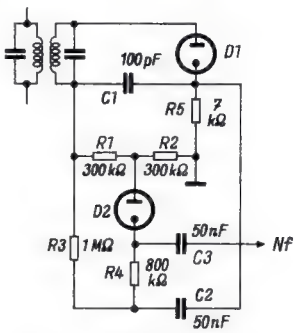

*Bild 2. Serienbegrenzer-Schaltung mit selbsttätiger Vorspannungserzeugung*
Die Zungen, die in einer gemeinsamen Stahlschiene eingespannt sind, liegen an Masse *(Bild 2)*. Seitlich neben jeder Zunge befindet sich eine justierbare Elektrode. Alle Elektroden sind miteinander verbunden und bilden mit der Zungenschiene eine Kapazität, die parallel zur Spule L 1 liegt und zusammen mit dieser einen Empfangskreis darstellt.
*Bild 2. Die Schaltung des elektronischen Teils überrascht durch ihre Einfachheit. (Leider war es uns nicht möglich, vom Hersteller Wertangaben für das Schaltbild zu erhalten. Wir bitten deshalb unsere Leser, von diesbezüglichen Rückfragen abzusehen.)*
Aus diesem Grunde arbeitet man in der Praxis mit der Serienbegrenzer-Schaltung nach *Bild 2*. Hier dient der Spannungsabfall, den der Richtstrom der Diode D 1 am Widerstand R 1 hervorbringt, als Spannung für D 2. Der linke, mit dem Resonanzkreis und dem Widerstand R 3 verbundene Anschluß von R 1 ist negativ in bezug auf die Anode der Diode D 2. In dem Kreis R 1, R 3, R 4 und D 2 fließt infolgedessen ständig ein Elektronenstrom, dessen Größe von der Stärke des einfallenden Senders abhängt. Bei geeigneter Dimensionierung der Einzelteile ist infolgedessen die an der Diodenstrecke D 2 wirksame Spannung immer von solcher Höhe, daß das durch D 2 fließende Signal die Diodenanode nicht negativ gegen die Katode macht, wohl aber eine plötzlich auftretende Störspitze.